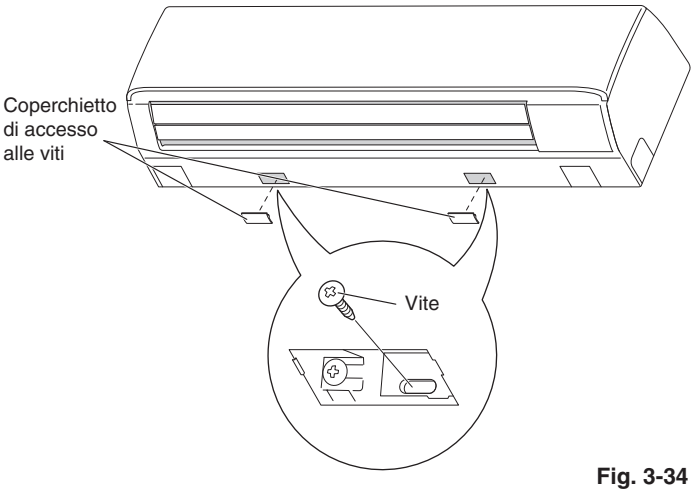

Fig. 3-34
(1) Rimuovere il coperchietto di accesso alle viti ubicato sul fondo dell'unità (Fig. 3-34)
(2) Con le due viti autofilettanti da 4 × 10 mm fornite in dotazione bloccare il telaio sul pannello posteriore. (Fig. 3-34)